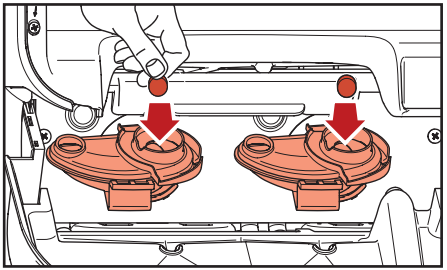

Fig. 5.4 - Introduceți tabletele de curățare Rinza
4. Introduceți o tabletă de curățare Rinza în fiecare dintre recipientele de mixare (fig. 5.4).
i. Introduceți o tabletă de curățare Rinza în fiecare dintre recipientele de mixare (fig. 5.4).